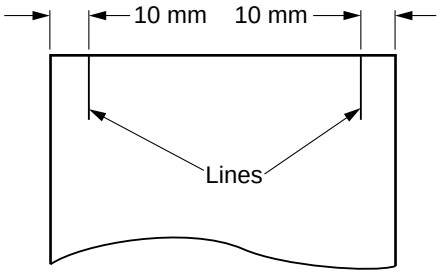

Figure 3-405
1) Draw a line 10 mm from both ends of copy paper (A4 or A3) as shown in Figure 3-405.